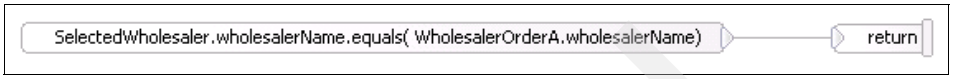

Figure 12-17 The Order From A visual snippet
c. Make the visual snippet look like the one in Figure 12-17.